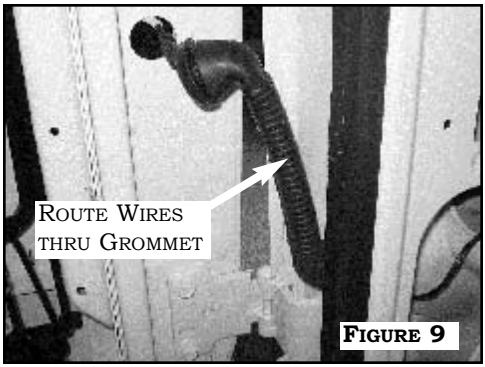

Figure 9
2. Route the Extension Harnesses through passenger side rear door grommet. **Figure 9**.